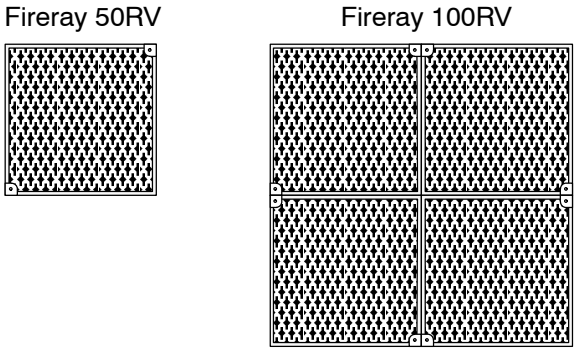

Abb. 4.: Prismenreflektoren
- Jeder Reflektor wird mittels zwei Montagebohrungen befestigt. Ordnen Sie die vier Reflektoren für den Fireray 100RV so an, dass sich in der Mitte keine Befestigungslöcher befinden (siehe Abb. 4.).